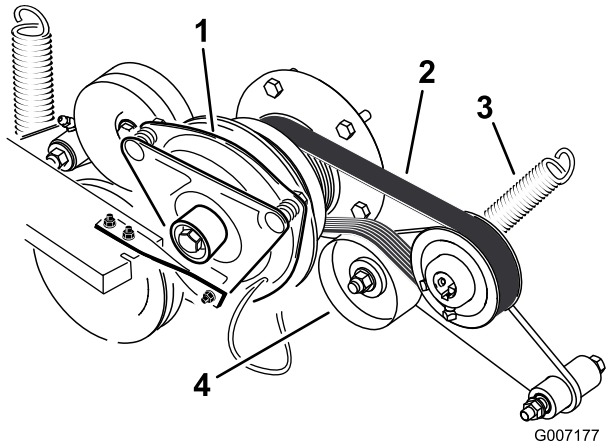

Figur 74
3. Tag fjederen af styrearmen (Figur 74).
4. Monter den nye rem omkring motorens og hydropumpens remskiver (Figur 74).
6. Monter fjederen på styrearmen (Figur 74).